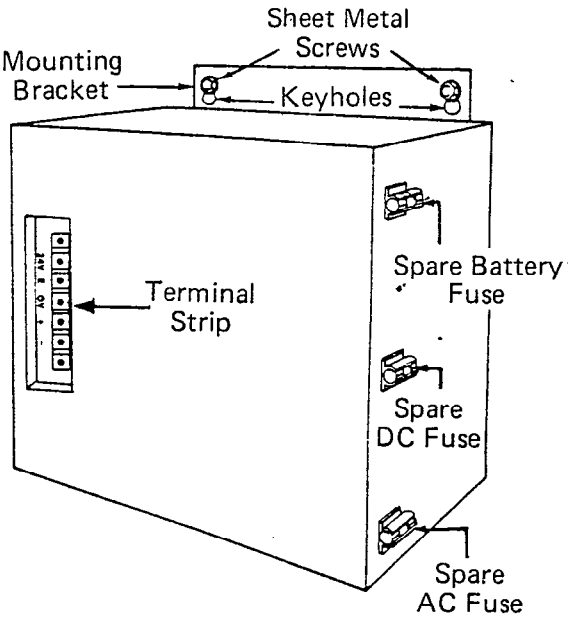

FIGURE 6—WALL MOUNTED EPSA
01.24 Place the EPSA against the mounting surface with the screws protruding through the holes (Figure 6).
01.31 Remove the spare fuses from the hardware carton, and place them in their individually marked holders (see Figure 6).